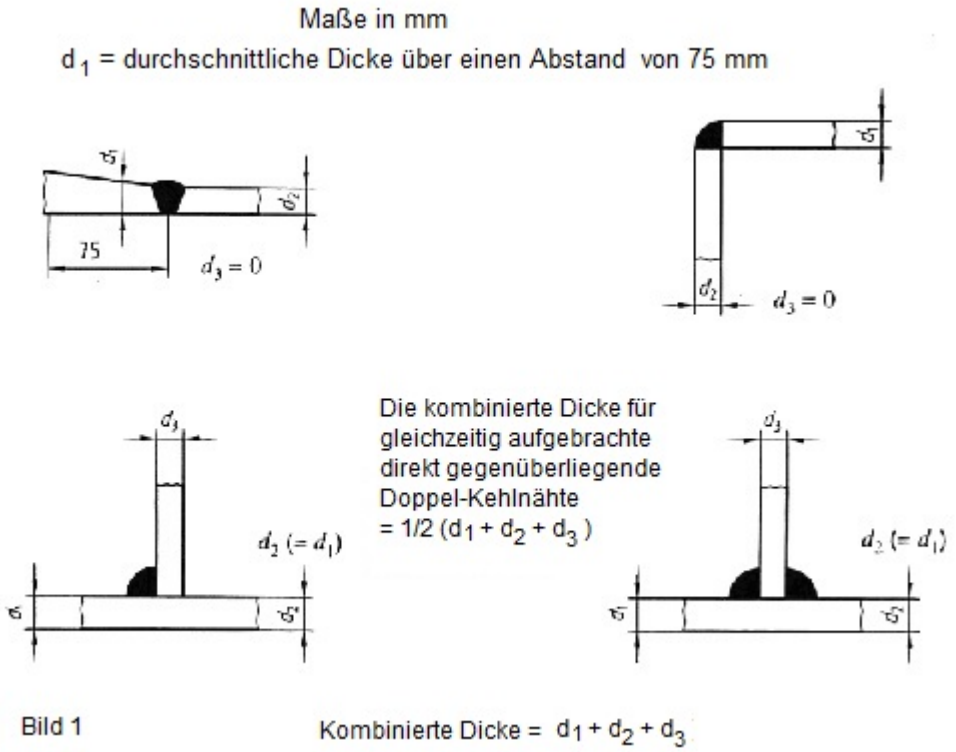

Bild 1 Kombinierte Dicke = $d_1 + d_2 + d_3$
- Als kombinierte Dicke d_k wird nach DIN EN 1011-2 die Summe der mittleren Dicke des Grundwerkstoffes innerhalb eines Abstandes von 75 mm von der Schmelzlinie festgelegt (siehe Bild 1)
Die Messung erfolgt nach DIN EN ISO13916 im Abstand A von der Schweissfuge. Dabei gilt nach Bild 1: